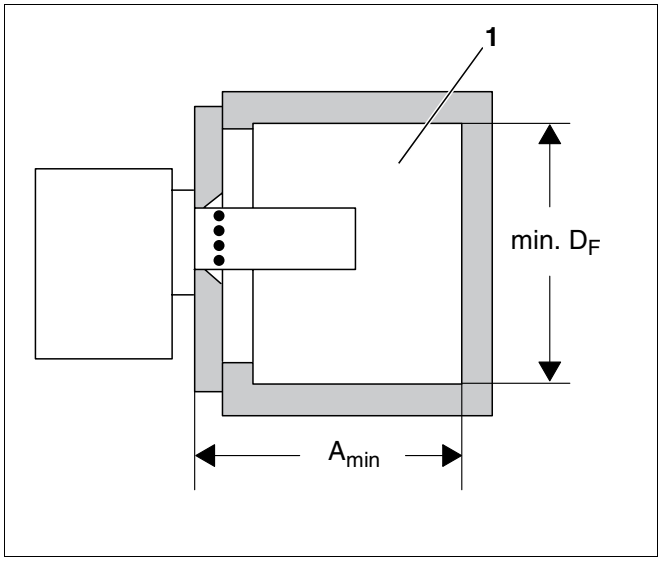

Fig. 6 Camera di combustione
Per l'abbinamento della grandezza di un bruciatore ad una potenza di caldaia e per verificare i requisiti minimi della camera di combustione consultare la seguente tabella (fig. 6, **pos. 1**) (Tab. 2).